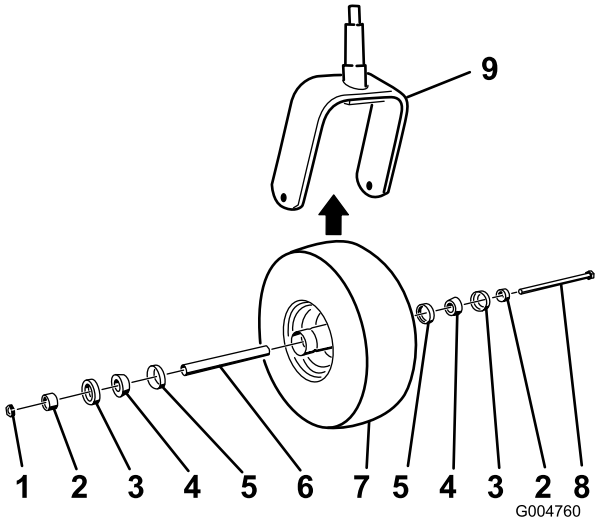

Figuur 45
2. Verwijder de borgmoer van de bout (Figuur 45).
5. Monteer het zwenkwiel door de ingevette kegellagers en de afdichtingen in de wielnaaf te drukken, in de positie die wordt getoond in Figuur 45.